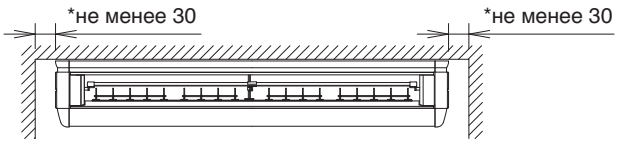
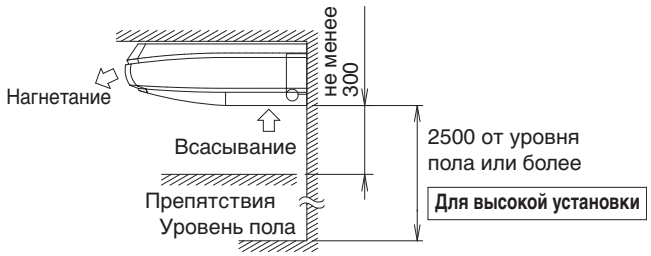

Рис. 1
Рис. 2
(1) Выберите место установки, которое соответствует следующим условиям и которое одобрено клиентом.
- С наличием свободного пространства, достаточного для установки и технического обслуживания. **(См. рис. 1 и рис. 2)**